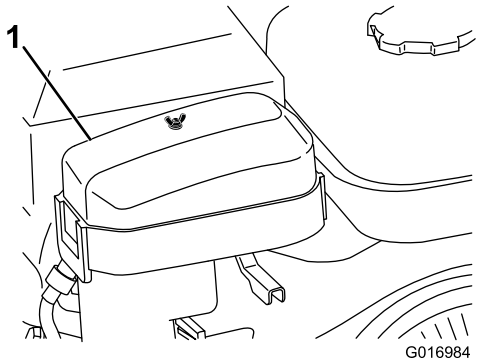

Figuur 25
2. Verwijder de vleugelmoer waarmee het luchtfilterdeksel vastzit en verwijder het deksel (Figuur 25).